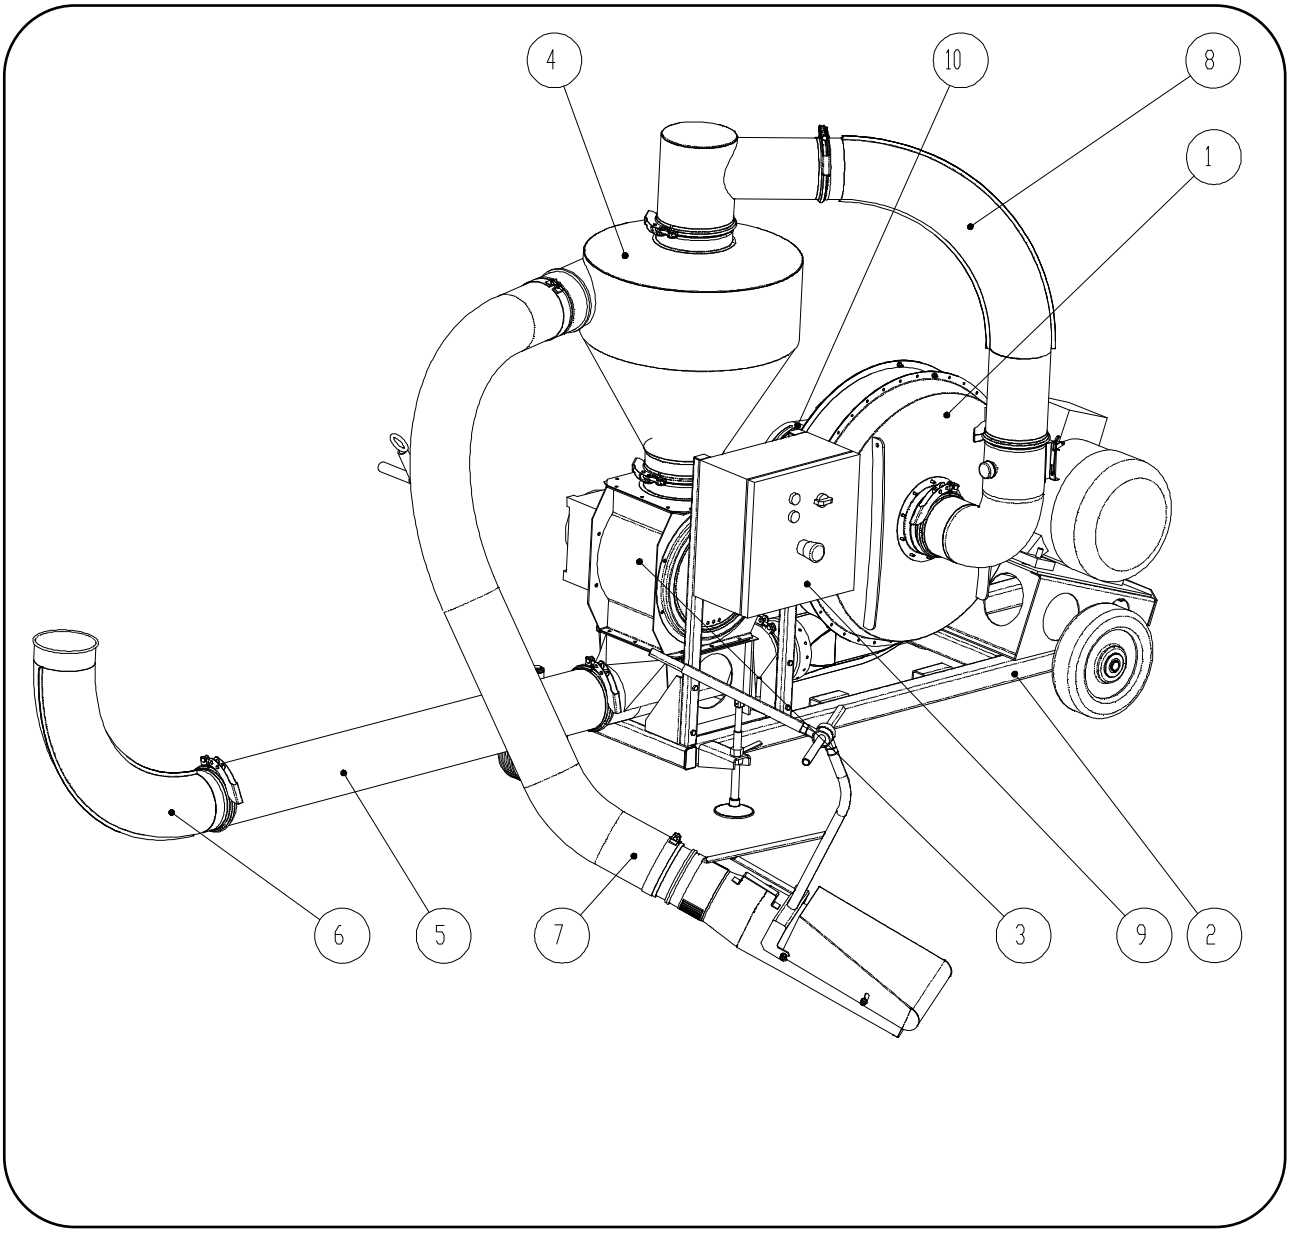

Rys.1. Przenośnik pneumatyczny ssąco-tłoczący T 450
Przenośnik pneumatyczny ssąco – toczący T 450 jest maszyną zbudowaną na konstrukcji ramowej, składa się z następujących zespołów (Rys.1):
- dokonać montażu elementów rurociągu tłoczącego i węża ssawnego przenośnika zgodnie z rys.1,